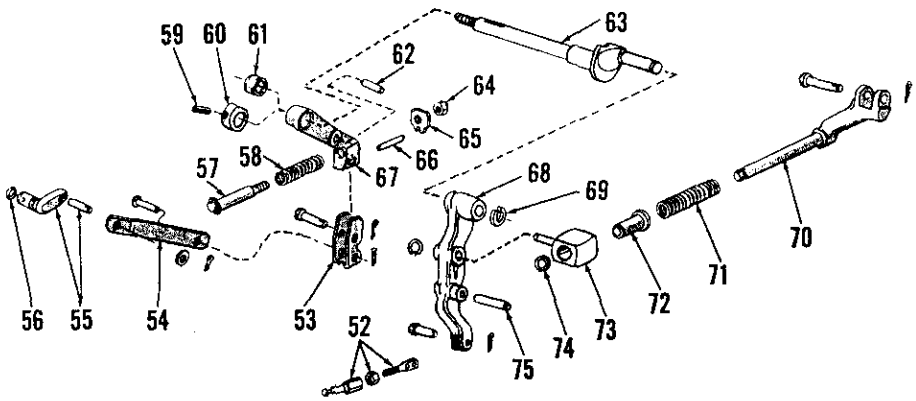

Fig. 388–Exploded view of hydraulic system control linkage. Spacer (61) is used on model 2000; cam (60) is used on models 3000 and 4000.
If necessary to adjust position control linkage, refer to Fig. 388, hold plate (65) from turning with a wrench while loosening nut (64); failure to hold plate from turning may cause pin (66) to be sheared or bent. With nut loosened, turn position control rod (57) in or out as necessary to bring control valve spool to proper position. When properly adjusted, tighten nut (64) while holding plate (65) and rod (57) from turning, then recheck adjustment and readjust if necessary.
Fig. 389–Flow control override adjuster and cam follower rides in bore in edge of rear axle center housing. Cam follower contacts cam (60–Fig. 388) on control lever shaft (63–Fig. 388). Cam action returns flow control valve to full flow position when lift control lever is in raise position. Note gap between adjuster and cam follower; place steel rule in gap while installing lift cover.